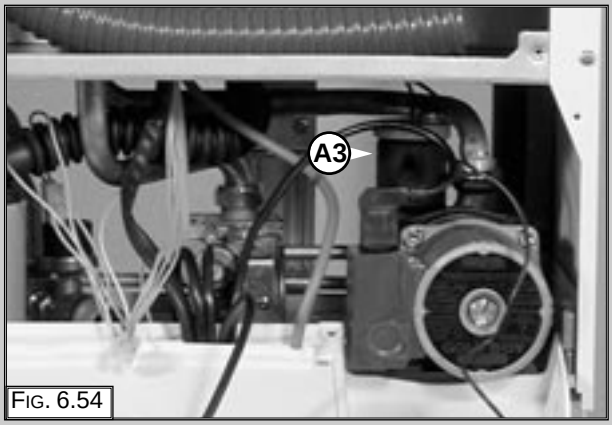

Fig. 6.54
1. Unscrew valve “A3” (Fig. 6.54);